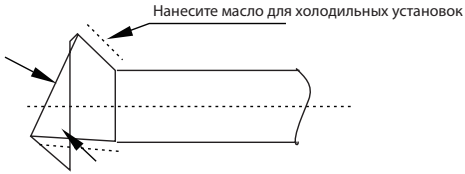

Рис. 6.3
- Перед установкой конусной гайки на конус трубы нанесите на конусный конец трубы (внутри и снаружи) масло для холодильных установок, затем поверните ее три или четыре раза, прежде чем затянуть гайку. См. рисунок 6.3.